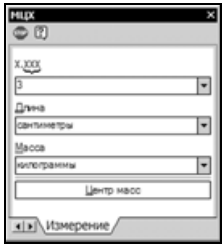

Рис. 2.110
- На панели свойств установите количество значащих цифр 3, единицы измерения длины — сантиметры, единицы измерения массы — килограммы. Дополнительно нажмите кнопку **Центр масс** (рис. 2.110).